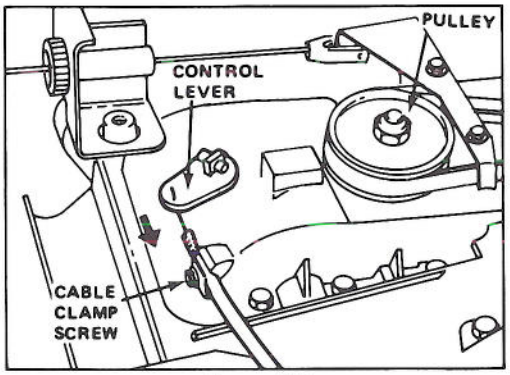

Figure 24
3. ADJUSTMENT (Fig. 24) – Loosen cable clamp screw until cable conduit slides. Push transmission control lever toward cable clamp screw and hold lever in place. Pull cable to remove slack and tighten clamp screw.
4. CHECK ADJUSTMENT – Assure ground speed control is in "N" and pull mower backward. Pulley (Fig. 24) should not rotate. If pulley does rotate, readjust for neutral: refer to step 3.